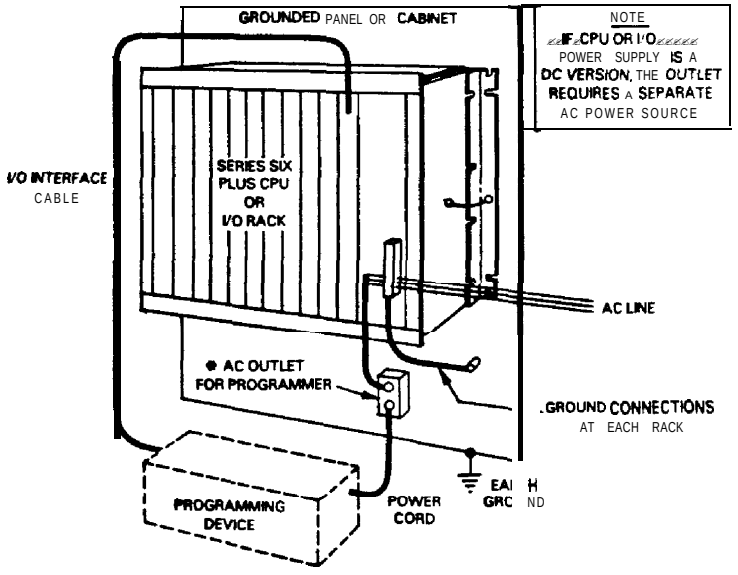

Figure 3.16 PROGRAMMING DEVtCE GROUND CONNECTION
3. Programming Device Grounding - For proper operation, the programming device, (Workmaster computer, CMSTAR I computer, or a Program Development Terminal) must have a ground connection in common with the CPU or VO rack to which the PDT or Workmaster computer interface cable is connected. Normally, this common ground connection is provided by ensuring that the programmer's power cord is connected to the same power source (with the same ground reference point) as the CPU or I/O rack as shown in figure 3.16.